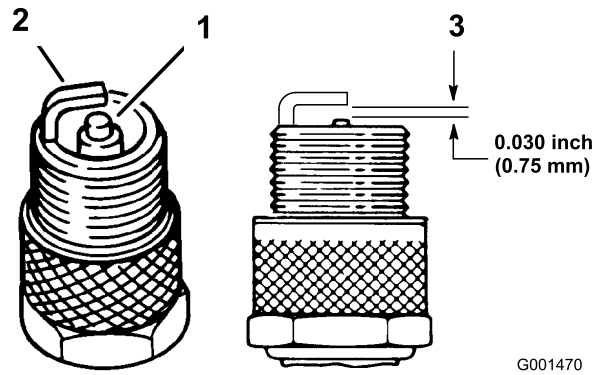

Figuur 30
3. Controleer de conditie van de massa-elektrode, de centrale elektrode en de isolator van de centrale elektrode op beschadigingen (Figuur 30).
4. Zorg ervoor dat de elektrodenafstand tussen de centrale elektrode en de massa-elektrode 0,762 mm bedraagt (Figuur 30). Plaats een bougie met de juiste elektrodenafstand. Draai de bougie vast met een torsie van 20 Nm.